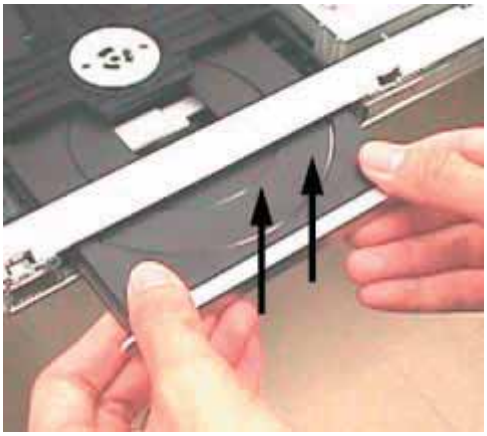

Figure 3-2
2) Slide out the tray and remove the Cover Tray (pos 110) as shown in Figure 3-2.